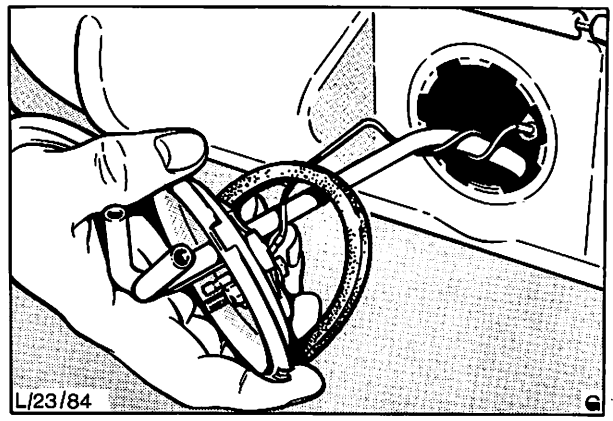

Abb. 189 Ausbau des Gebers
Geber mit dem Werkzeug 23-009 nach links drehen und aus dem Kraftstoffbehälter herausnehmen, Abb. 189.
13. Geber mit neuer Dichtung einbauen, Abb. 189. Da beim Ausbau des Gebers die Dichtung meistens beschädigt wird, ist stets eine neue Dichtung einzubauen.